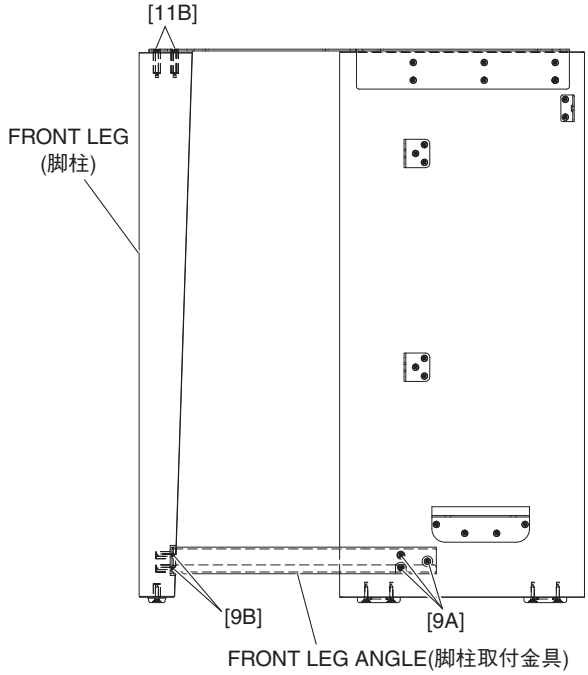

Fig. 21（図 21）
27-8. Remove the three (3) screws marked [9A] and the two (2) screws marked [11]. The front leg can then be removed together with the front leg angle. (Fig. 21)
27-9. Remove the two (2) screws marked [9B]. The front leg angle can then be separated from the front leg. (Fig. 21)
27-8. [9A] のネジ 3 本と [11B] のネジ 2 本を外し、脚柱取付金具と共に脚柱を外します。（図 21）
27-9. [9B] のネジ 2 本を外し、脚柱と脚柱取付金具を分離します。（図 21）